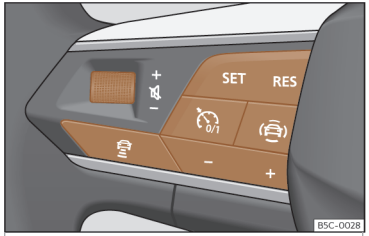

Fig. 154 En el volante multifunción: botones para manejar el ACC
infotainment>>> pág. 92, y si dispone de los botones propios de la función ACC en el volante multifunción>>> fig. 154.
• Para comenzar la regulación presione el botón **SET**››› **fig. 154** .
Para programar la velocidad pulse los botones **+** o **–**››› **fig. 154** hasta la velocidad deseada. El ajuste de velocidad se realiza en intervalos de 10 km/h (5 mph).
• Pulse el botón y, a continuación, el botón **+** o **–**››› **fig. 154** .